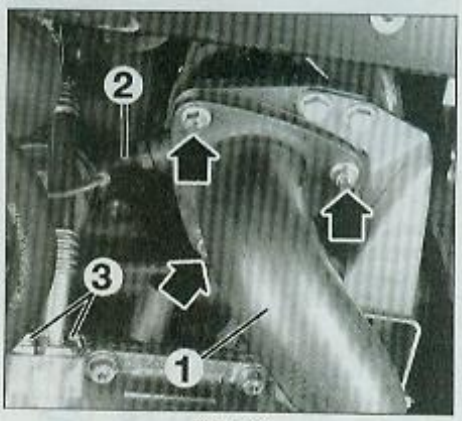

FIG. 40
• Mettre le tube d'échappement (1) de côté (Fig.40).